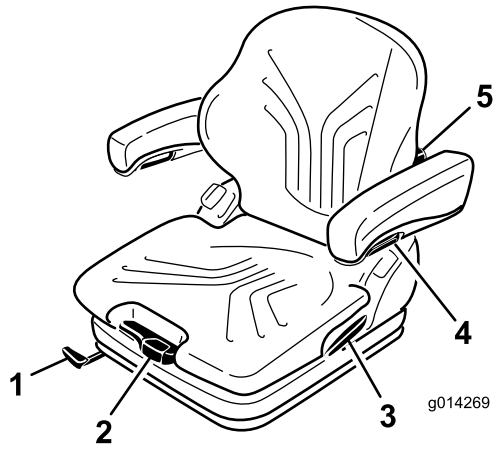

Figura 11
Il sedile viene regolato in base al peso del conducente tirando o premendo la leva di regolazione del peso (Figura 11).
1. Per eseguire una regolazione, tirate verso l'alto la leva e sbloccate il sedile (Figura 11).
Girando la manopola di regolazione verso l'alto è possibile variare la curvatura della parte superiore del cuscino dello schienale. Girando la manopola di regolazione verso il basso è possibile variare la curvatura della parte inferiore del cuscino dello schienale (Figura 11).
Per regolare l'altezza dei braccioli staccate il cappuccio tondo (Figura 11) dalla protezione, allentate il dado esagonale (13 mm) che si trova dietro di esso, regolate i braccioli secondo la posizione desiderata e serrate il dado. Riposizionate il cappuccio sul dado.
Per regolare l'angolo dei braccioli, girate la manopola di regolazione (Figura 11).
Tirate verso l'alto la leva di bloccaggio per liberare il fermo dello schienale (Figura 11). Quando liberate il fermo, non esercitate una pressione contro lo schienale.